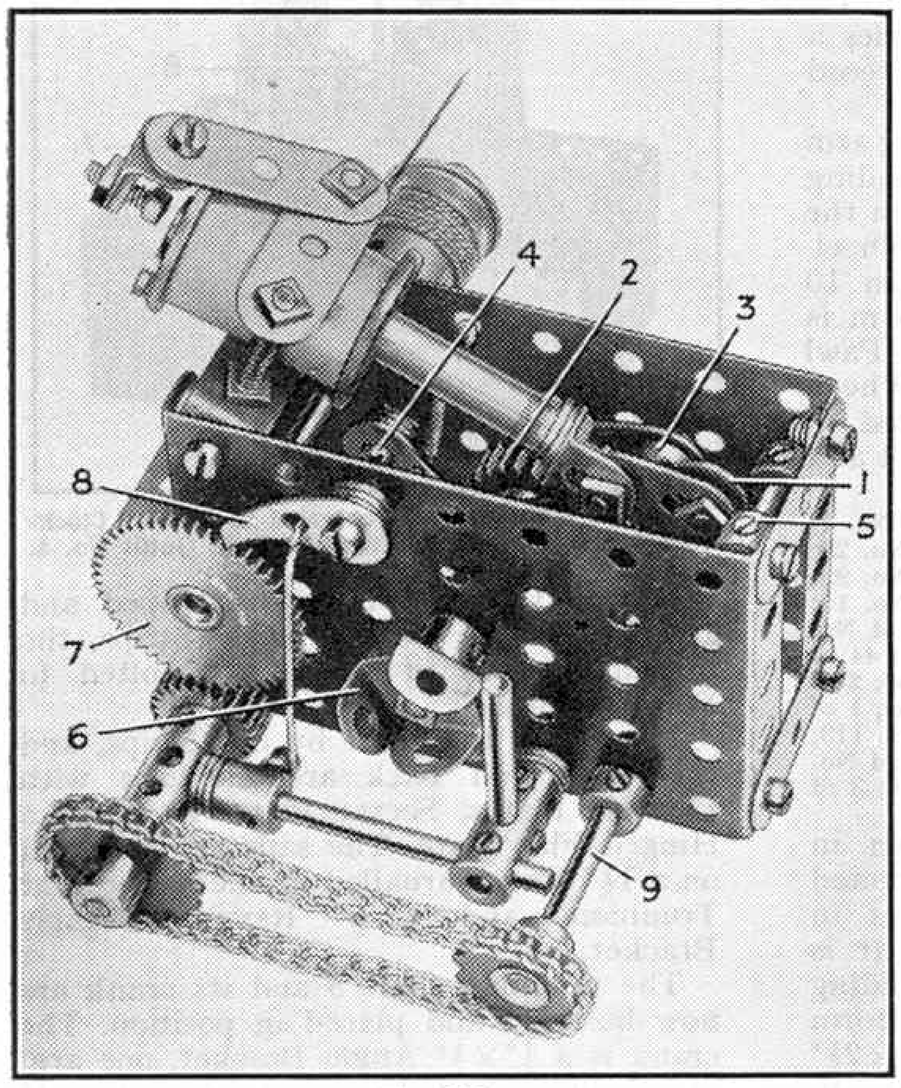

Fig. 505.
N. C. Ta'Bois, Woodford Green, sent me details recently of a novel remote control mechanism suitable for use in regulating the movements of model cranes. It is shown in Fig. 505.